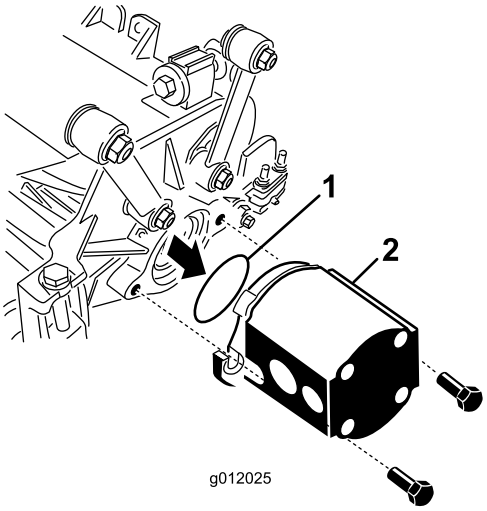

**Figur 24**
5. Sett på O-ringen (som følger med klippeenheten) på drivmotorens flens (Figur 24).
6. Monter motoren til drivenden av klippeenheten og fest den med to hodeskruer som følger med klippeenheten (Figur 24).